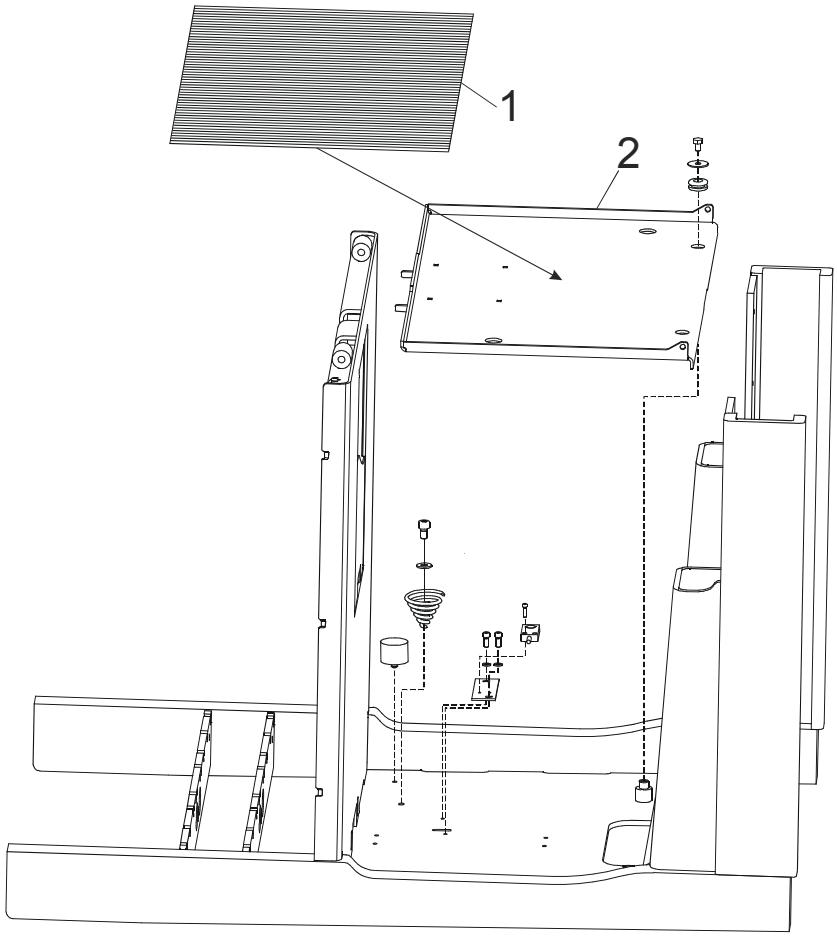

Fig. 19 Wand-/Bodenbelag
- Entfernen Sie den Teppich Fig. 19(1).
- Entfernen Sie die Platte Fig. 19 (2).